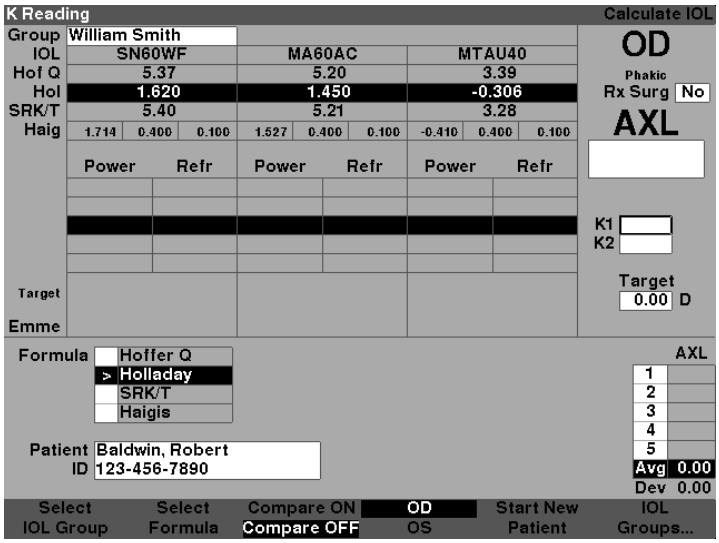

Figure 3-25 Calculate IOL Screen
2. The Accutome will display the Calculate IOL Screen as shown in Figure 3-25 below